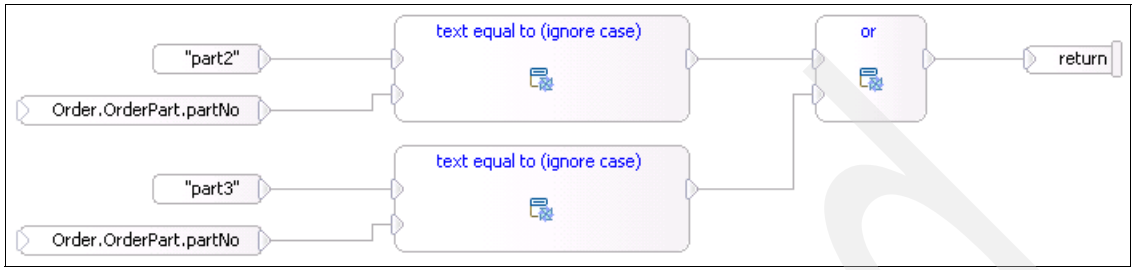

Figure 11-48 Choice case Part2 or Part3
10. Refer to Figure 11-48 to create a visual snippet for the choice case activity Part2 or Part3. This snippet returns *true* if the part number stored in Order.OrderPart.partNo is either part2 or part3.